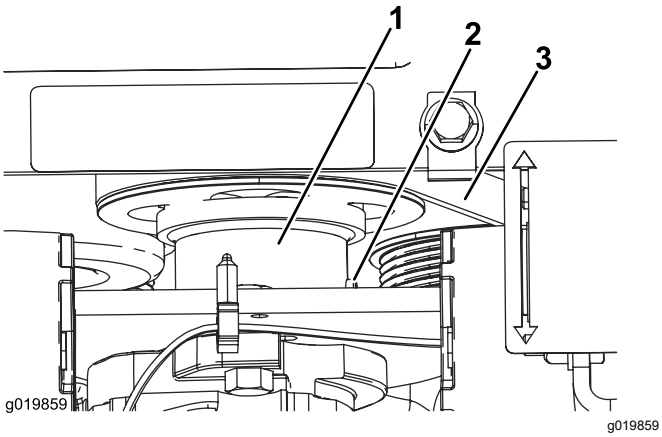

Figur 51
5. Lossa ställskruven på växelpumpdrivningens koppling (Figur 51).